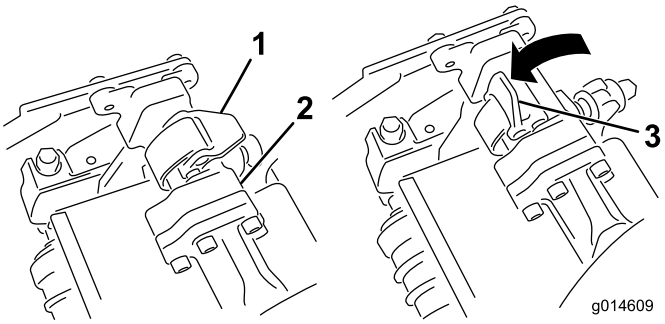
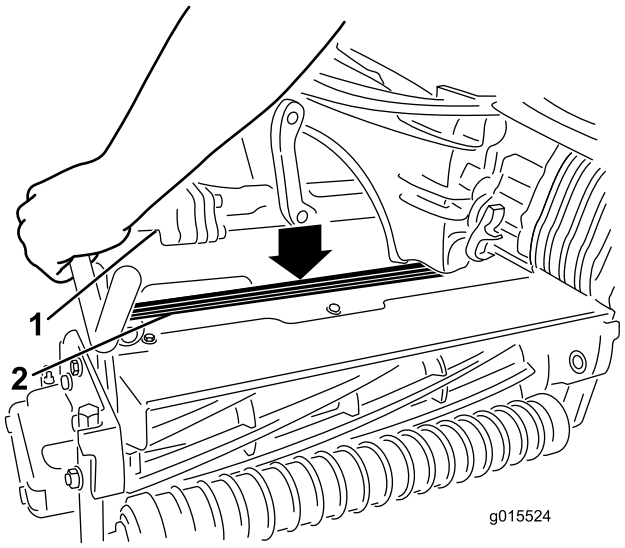

Figur 35
Figur 36
4. Åpne låsene på hjulopphengsarmbøylen slik at de peker opp (dvs. at de er åpne) (Figur 35), og trykk hjulopphengsarmen ned så bøylen ligger over klippeenhetens bøyle (Figur 36).
5. Skyv låsene ned og rundt klippeenhetsbøylen og lås dem slik at de sitter på plass(Figur 35).
5. Åpne låsene på hjulopphengsarmbøylen til klippeenheten du skal fjerne (Figur 35).